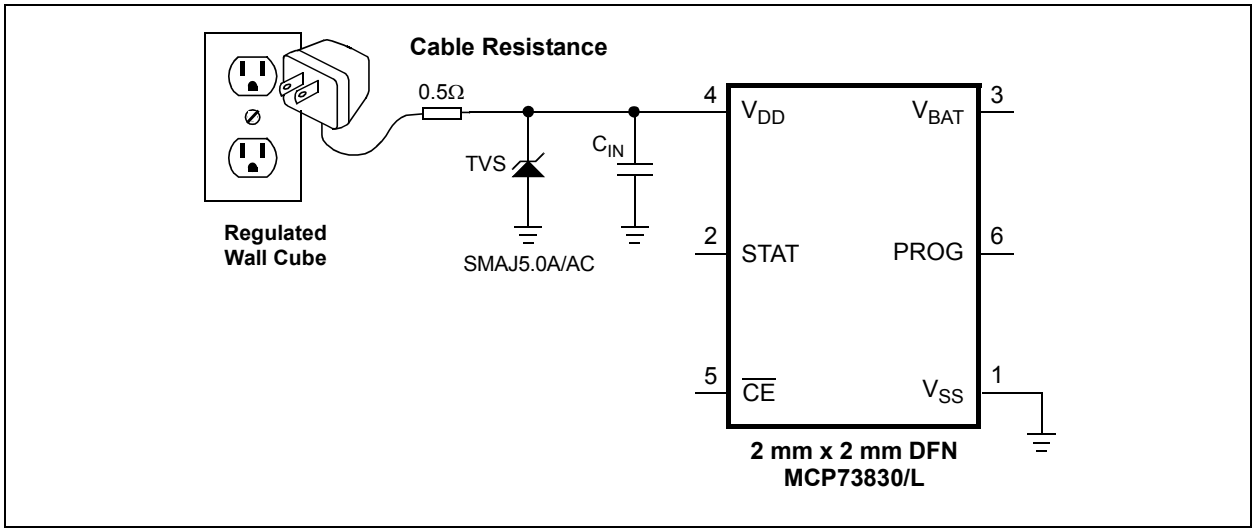

FIGURE 6-3: *Input Overvoltage Protection Example.*
Input overvoltage protection must be used when the input power source is hot-pluggable; this includes USB cables and wall-type power supplies. The cabling of these supplies acts as an inductor. When the supplies are connected/disconnected from the system, large voltage transients are created which may damage the system circuitry. These transients should be snubbed out. A transzorb, unidirectional or bidirectional, connected from the V+ input supply connector to the 0V ground reference will snub the transients. An example of this can be seen in Figure 6-3.
5. Added clarifying information to Figure 6-3.